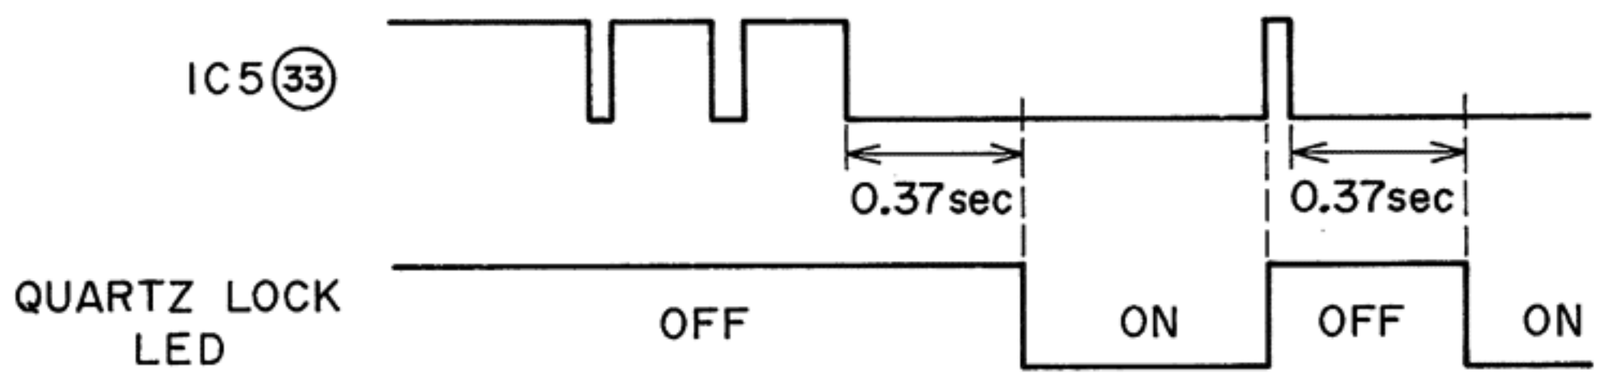

Fig. 17
2) When IC5 ㉝ is "L" for 0.37 sec after the speed button LED is lit, IC5 ⑲ becomes "L" and the quartz lock LED is lit (Refer to Fig. 17).
3) The output of photo transistor changes depending on the shape of shutter slit and as this output changes, the position of tone arm is detected (Refer to Fig. 17).